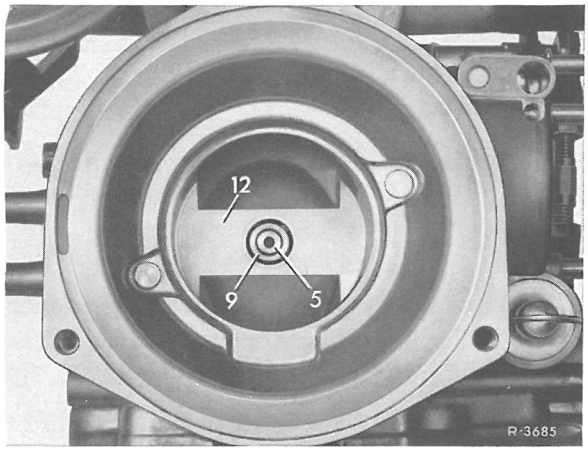

Fig. 07-4/1o
3 Tomgangsreguleringsskruen (1) drejes så langt ind, at nåledysens (5) overkant lige rager 1,o mm over broen (12)(fig. 07-4/lo og 11).